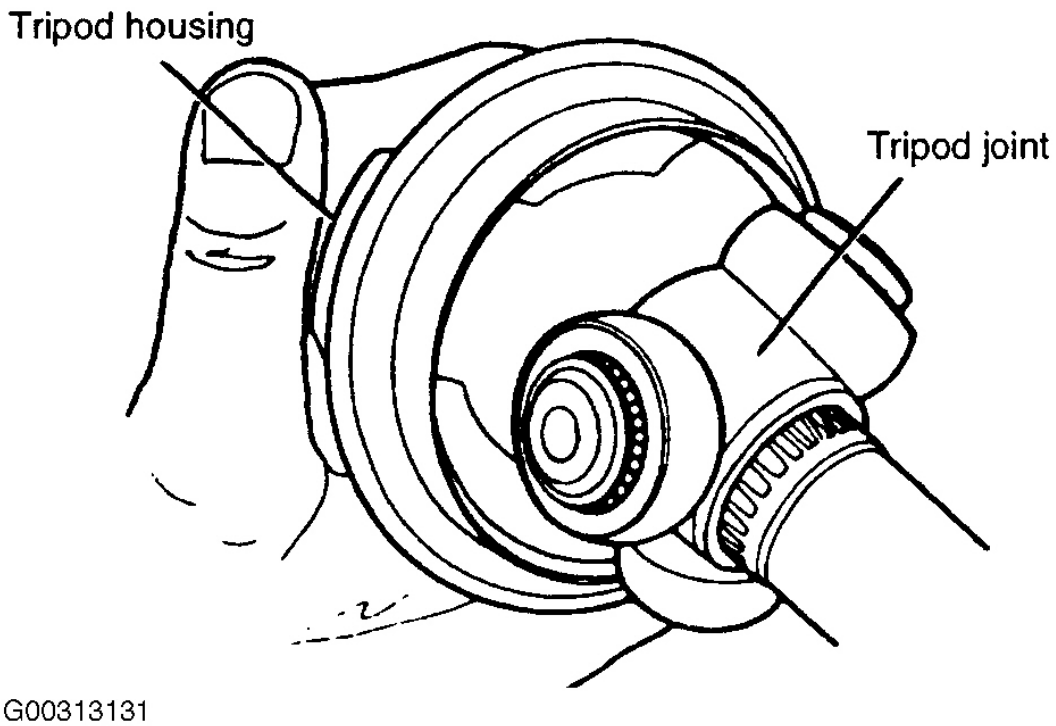

Fig. 15: Extracción de trípode Vivienda
5. Retire la carcasa del trípode. Ver **La Fig. 15** . _____